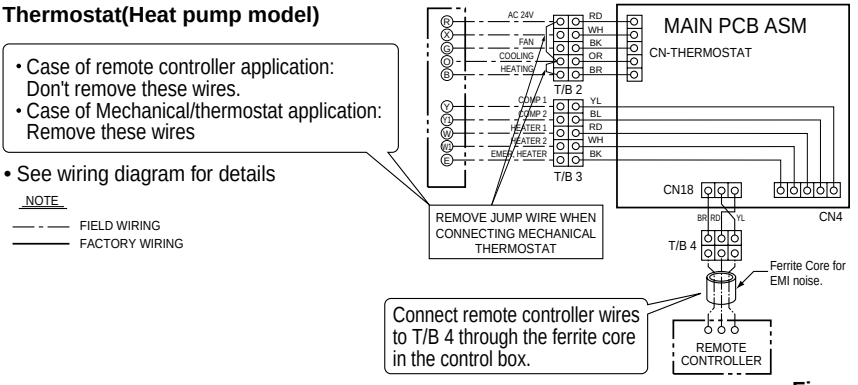

Figure 5F
■ **Heat pump - 2 Comp, 2 Heater(Figure 5F)**